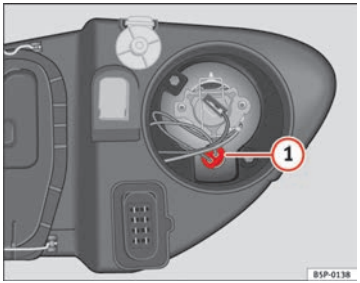

Fig. 184 Side light
– Extract the bulb holder ⇒ Fig. 184 (1) outwards.